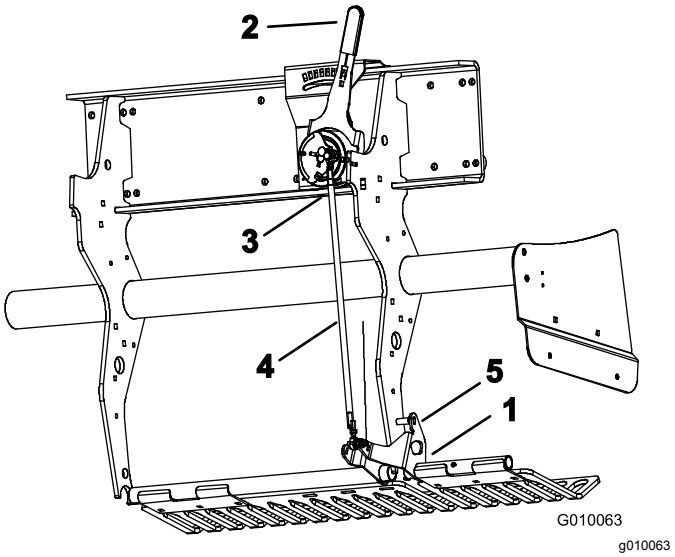

**Figur 59**
2. Vrid det vänstra gräsmatteskyddets monteringsfäste (Figur 59) uppåt tills en låspinne (5/16 silverstål eller bult) kan föras in mellan fästet och djupinställningsröret som är svetsat till ramen.
3. Flytta reglaget för luftarpinnsdjupet (Figur 59) till ”H”-inställningen (den djupaste).
4. Koppla bort utombordskulbrytaren (Figur 59) från ledningsnätet (huvud lågt-brytare).
5. Lossa kontramuttrarna (till vänster och höger) på dragstången för djupjustering (Figur 59).